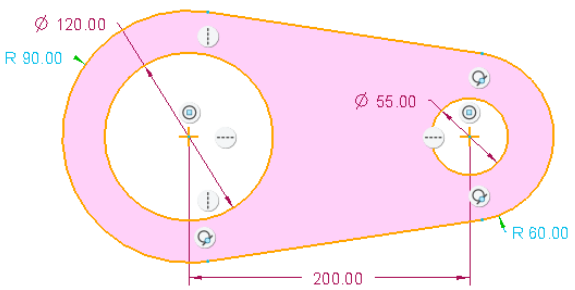

Figure 3-31 *Sketch imported and placed in the current file*
5. Choose the **Refit** button from the **Graphics** toolbar. The sketch, similar to the one shown in Figure 3-31, is displayed in the drawing area.